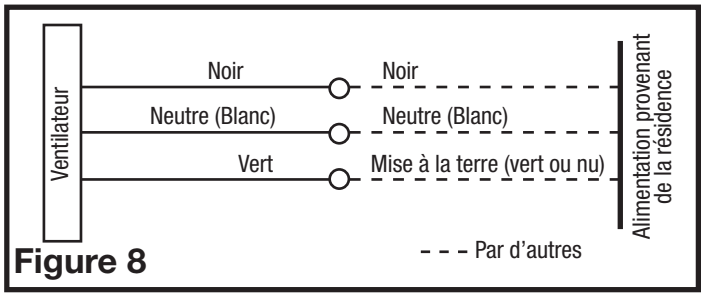

Figure 8
3. De l'endroit où vous avez choisi d'accéder à la boîte de raccordement du ventilateur, reliez le fil blanc de la maison au fil blanc du réceptacle du ventilateur. Reliez le fil noir du commutateur mural au fil noir du réceptacle du ventilateur. Reliez le fil de terre de la maison au fil vert du logement du ventilateur **(Figure 8)**. Utilisez les méthodes approuvées pour tous les raccordements.